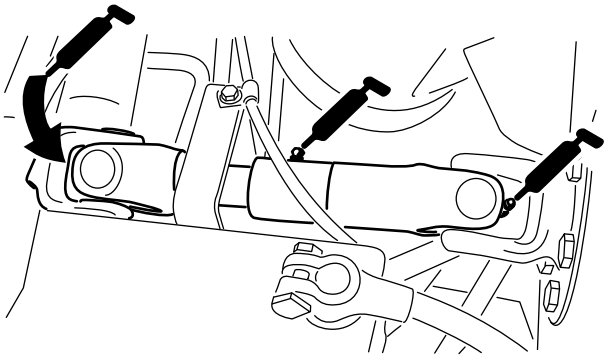

Figur 38
- Pumpedrivakslens kardanled (3) (Figur 38)